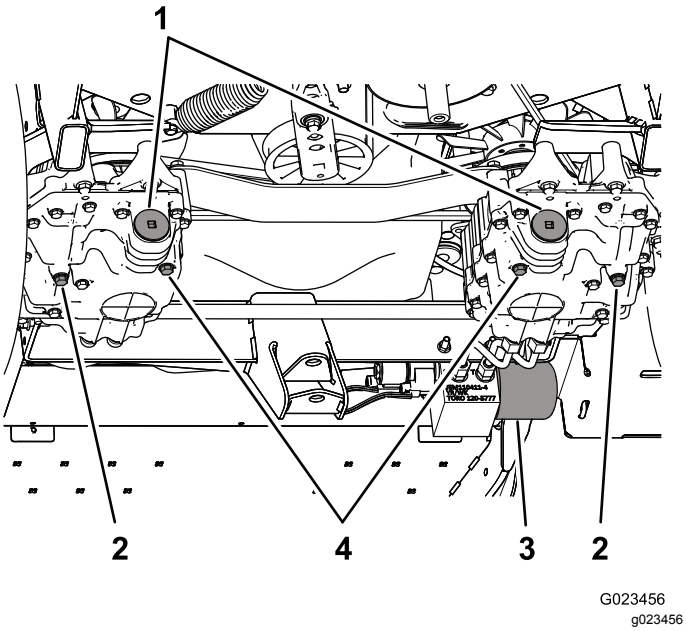

Figur 69
3. Ta ut avtappningspluggen på pumpsidan och avtappningspluggen på växellådssidan (Figur 69), och låt all olja rinna ut.